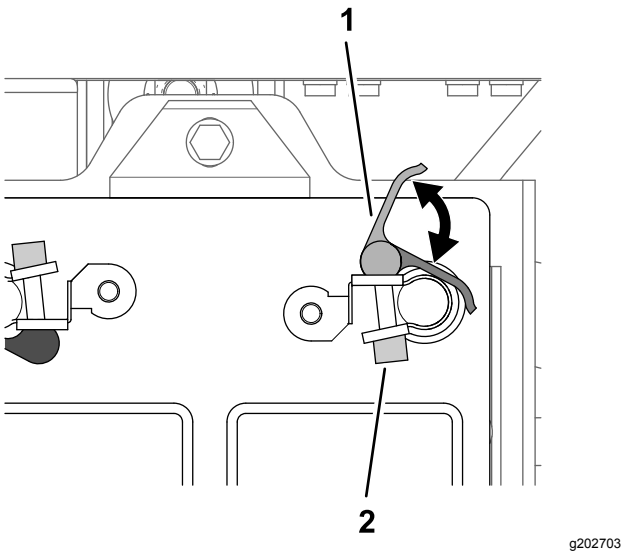

Figuur 208
2. Open de sluiting van de snelsluitklem met de zwarte handgreep (Figuur 208).
4. Maak de sluiting van de snelsluitklem dicht (Figuur 208).